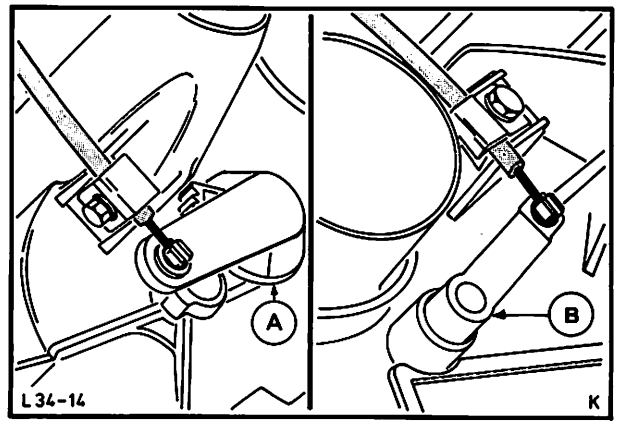

Abb. 14 Klappen in Endstellung bringen
3. Klappen in Endstellung bringen und Umhüllungen-Bowdenzüge in dieser Stellung festklemmen, Abb. 14.